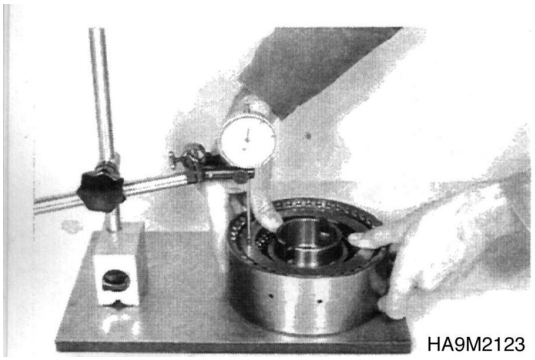

Figure 229
12. Press on the end shim with about 100 N (10 kg), apply dial indicator and set it at zero (Figure 229).